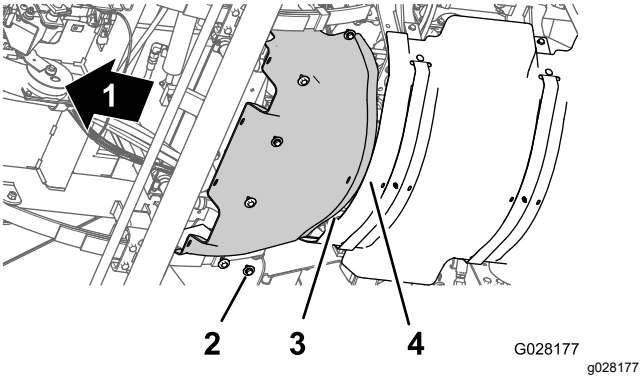

Figure 61
1. Align the rear flange of the forward heat shield over the forward flange of the rear heat shield (Figure 61).
2. Align the holes in the forward heat shield with the threaded holes in the chassis (Figure 61).
3. Assemble the forward heat shield to the machine with the 6 hex-head bolts and 6 washers (Figure 61) that you removed in step 3 of Removing the Forward Heat Shield (page 50).